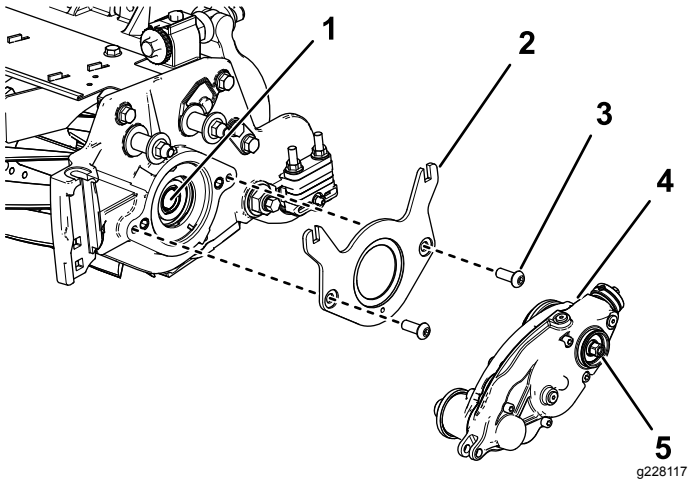

Рисунок 8
2. Прикрепите кронштейн груза к барабану при помощи 2 болтов со сферическими головками с внутренними шестигранниками (⅜ x ¾ дюйма), как показано на Рисунок 8.
243) на резьбу внутреннего вала барабана (Рисунок 8).
4. Присоедините блок привода механической щетки к валу барабана (Рисунок 8) при помощи шестигранной головки на блоке привода механической щетки.